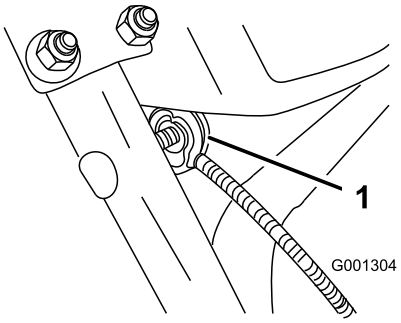

Bild 7
3. Nehmen Sie die Mutter und die Scheibe vom Griff ab. Befestigen Sie dann die Kabelklemme auf dem Kabel zum Griff, setzen Sie die Scheibe und Mutter auf, und ziehen Sie die Mutter mit der Hand fest (Bild 7).